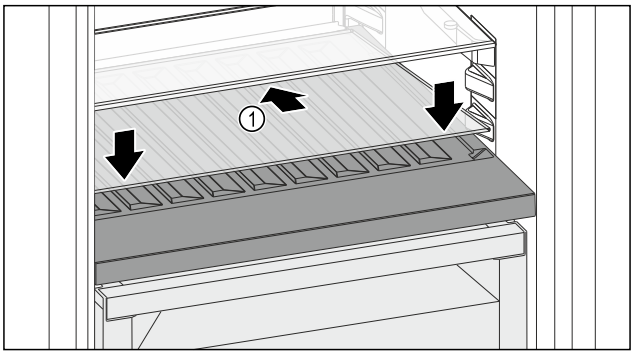

Fig. 120
▶ Așezați placa de sticlă *Fig. 120 (1)* oblic și spre spate înclinată în jos.
▶ Coborâți în față placa de sticlă *Fig. 120 (1)*.